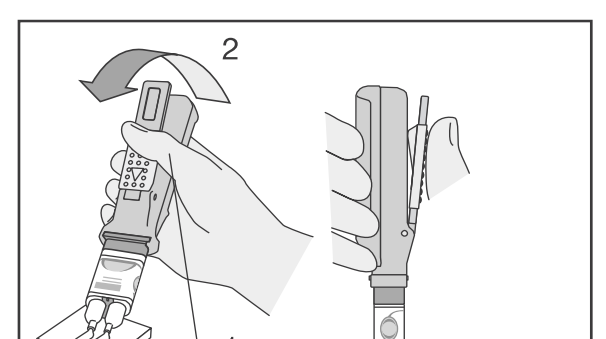

Fig. 9
2) Grepet på doseringsarmen kan dyttes frem og tilbake for å justere ønsket mengde materiale (Fig. 9).
2) De vingergrip kan naar voren of naar achteren worden geschoven om de hoeveelheid uit te drukken materiaal te doseren (Fig. 9).